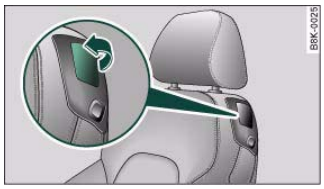

Fig. 73 Driver's seat: Lever on backrest
– Pull up the lever ⇒ fig. 73.